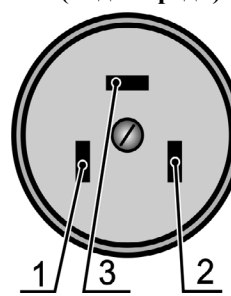

Рис. 20
- Для плит 5112 (0112, 0137) подключение должно быть выполнено по схеме (рис. 20):